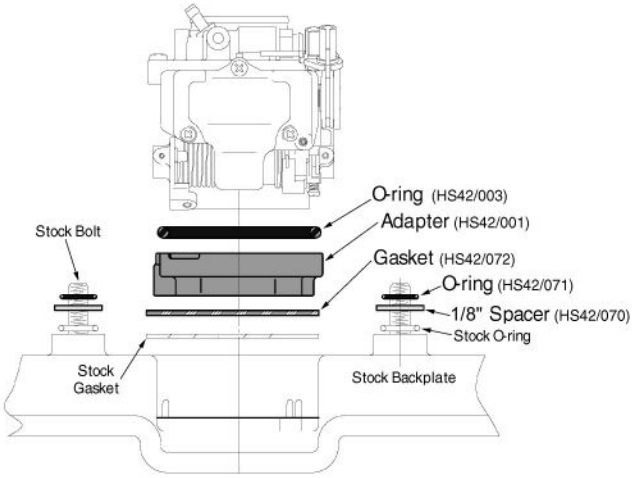

Figure 5
B. Insert the enclosed small O-rings into the 1/8" spacers. The spacers mount between the backplate and heads. Secure the backplate to the engine using the spacers with the O-ring facing the engine (Figure 5).